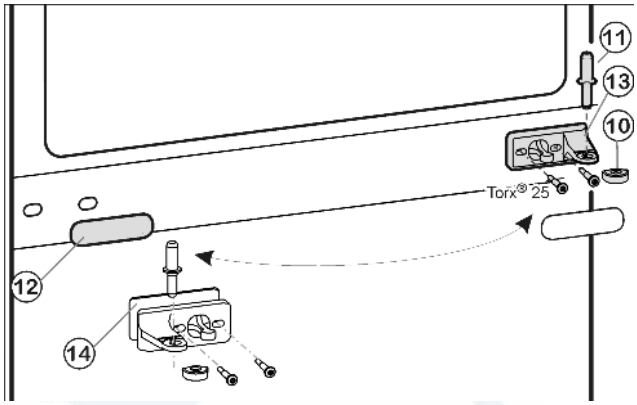
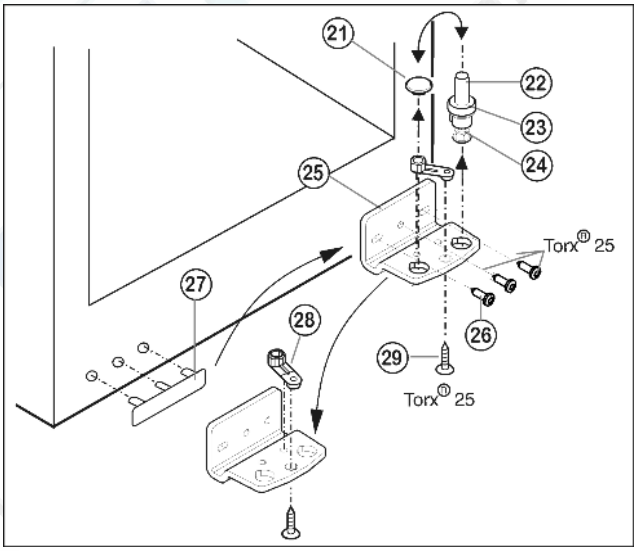

Fig. 5
Fig. 6
▶ Вытащите из опорного кронштейна и нижней дверцы средний опорный винт *Fig. 5 (11)*.
▶ Снимите пластмассовый колпачок *Fig. 5 (10)*.
▶ Открутите средний опорный кронштейн *Fig. 5 (13)* (2 шт. Torx® 25).
▶ Осторожно снимите накладку *Fig. 5 (12)*.
▶ Прикрутите средний опорный кронштейн *Fig. 5 (13)* с подкладкой *Fig. 5 (14)* с поворотом на 180° на новую сторону шарнира **(с моментом 4 Нм)**.
▶ Защелкните накладку *Fig. 5 (12)*, повернув на 180 °, на стороне, где теперь будет ручка.
▶ Извлеките опорный винт *Fig. 6 (22)* в комплекте с шайбой *Fig. 6 (23)* и регулируемой опорой *Fig. 6 (24)*, вытягивая его вверх.
▶ Снимите пробку *Fig. 6 (21)*.
▶ Открутите *Fig. 6 (26)*опорный кронштейн *Fig. 6 (25)*.
▶ Открутите *Fig. 6 (29)*опорную деталь *Fig. 6 (28)* и, переставив в отверстие на противоположной стороне опорного кронштейна, снова прикрутите.
▶ Осторожно снимите и переставьте на противоположную сторону крышку со стороны ручки *Fig. 6 (27)*.
▶ Снова прикрутите опорный кронштейн *Fig. 6 (25)* на новой стороне шарнира **(с моментом 4 Нм)**. При необходимости используйте аккумуляторный шуруповерт.
▶ Переставьте пробку *Fig. 6 (21)* в свободное отверстие.
▶ Вновь установите опорный винт *Fig. 6 (22)* в комплекте с шайбой и регулируемой опорой. При этом фиксатор должен быть направлен назад.
- ▶ Установите нижнюю дверцу сверху на нижний опорный винт *Fig. 6 (22)*.
- ▶ Снова наденьте пластмассовый колпачок *Fig. 5 (10)* на средний опорный кронштейн *Fig. 5 (13)*.
- ▶ Вставьте средний опорный винт *Fig. 5 (11)* на новой стороне шарнира через средний опорный кронштейн *Fig. 5 (13)* в нижнюю дверцу.
- ▶ Установите верхнюю дверцу на средний опорный винт *Fig. 5 (11)*.
- ▶ При необходимости выровняйте дверцы через два продольных паза в нижнем опорном кронштейне *Fig. 6 (25)* и среднем опорном кронштейне *Fig. 5 (13)* параллельно корпусу устройства. Для этого выкрутите средний винт на нижнем опорном кронштейне *Fig. 6 (25)*.